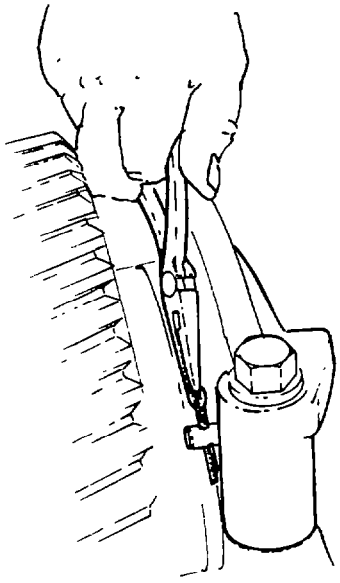

Fig. 290 — Removing Split Pin
c. Remove the split pin and the straight pin locking the bearing adjusting nut (see fig. 290 and 291).